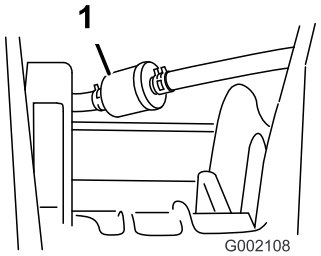

Figur 34
5. Ta bort klämmorna som håller fast bränslefiltret på bränsleledningarna (Figur 34).